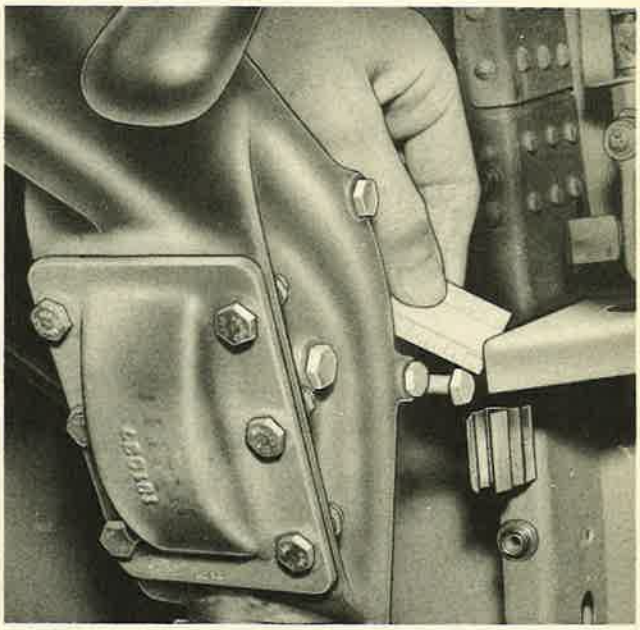

Figure 347—Stop Clearance on Control Column
5. Adjust the "UP" throw of the elevators to 12 inches ± ⅛ inch, or 30 degrees ± ½ degree, by turning the two stop bolts (figure 347) on the control column, and the cushion stop in the aft section. Allow a clearance of ¼ inch between the stop bolts on the control column and the fixed stops located on each side of the fuselage, when the column is in the aft position and the elevator horn in the aft section is compressing the cushion stop about ¼ inch.
1. DESCRIPTION.–The forward and aft movement of the control column controls the travel of the elevators. The control column is constructed of aluminum-alloy tubes and castings. The torque tube (figure 333), which forms a part of the assembly, is fabricated of steel. The forward travel of the control column is limited by an adjustable stop located on the fuselage structure in the path of the torque tube horn. Bolts installed on the upper elbows of the column strike fixed stops (figure 347) in the pilots' compartment to limit the aft movement of the column.